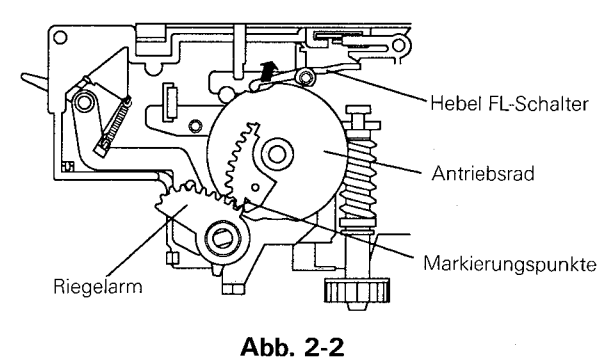

Abb. 2-2
B. Den Hebel für den FL Schalter im Uhrzeigersinn vom Antriebsrad lösen und Riegelarm und Antriebsrad entfernen. (Siehe Abb. 2-2)
A. Das Antriebsrad auf die Achse aufsetzen. (Siehe Abb. 2-2)
B. Den Riegelarm so aufsetzen, daß die Markierungspunkte am Antriebsrad und am Riegelarm übereinstimmen. (Siehe Abb. 2-2)